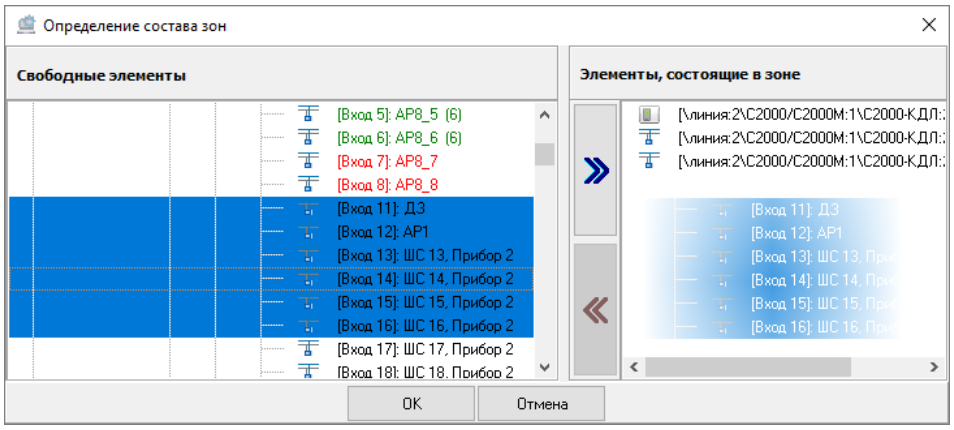

Рисунок 6-371 Привязка объектов системы к системной зоне перетаскиванием
– выделите один или несколько объектов системы в поле «Свободные элементы» (для выделения сразу нескольких объектов системы нажмите на клавиатуре и удерживайте клавишу <Shift> для выбора диапазона или клавишу <Ctrl> для комбинированного выбора) и перетащите выделенные объекты системы в поле «Элементы, состоящие в зоне» (см. Рисунок 6-371).